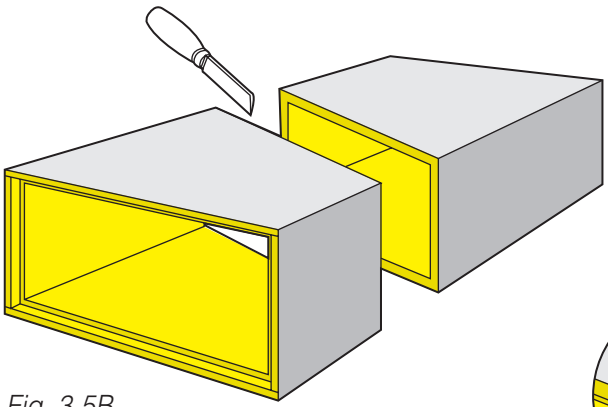
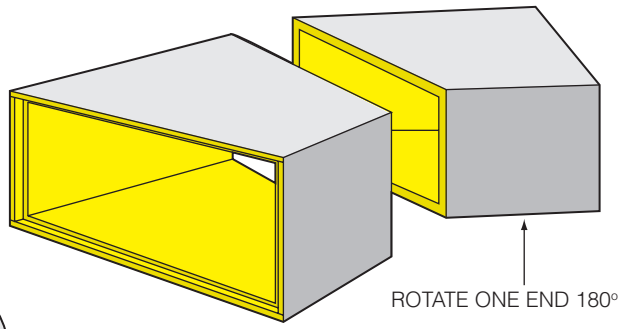
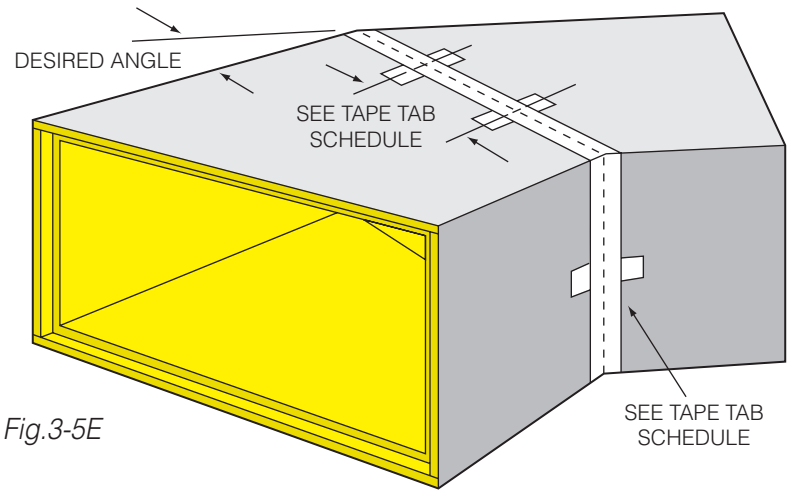

Fig. 3-5B
Fig.3-5D
Fig.3-5E
1. Make straight knife cut around duct section, dashed line A - B - C - D - A, maintaining cheek panel angle when making side panel cuts. See Fig. 3-5B.
2. Separate two pieces (Fig. 3-5B). Rotate one piece 180° (Fig. 3-5D). Push pieces together (Fig. 3-5E).
4. Apply closure to circumferential joint (Fig. 3-5E). See Section IV, CLOSURE.